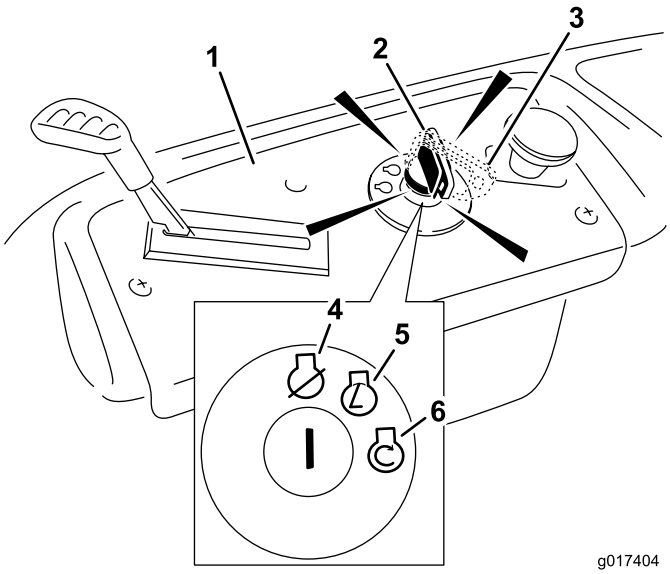

Figur 13
4. Drej tændingsnøglen til Start for at aktivere starteren. Slip nøglen, når motoren starter (Figur 13).
3. Drej tændingsnøglen, så motoren slukkes (Figur 13), og tag nøglen ud.